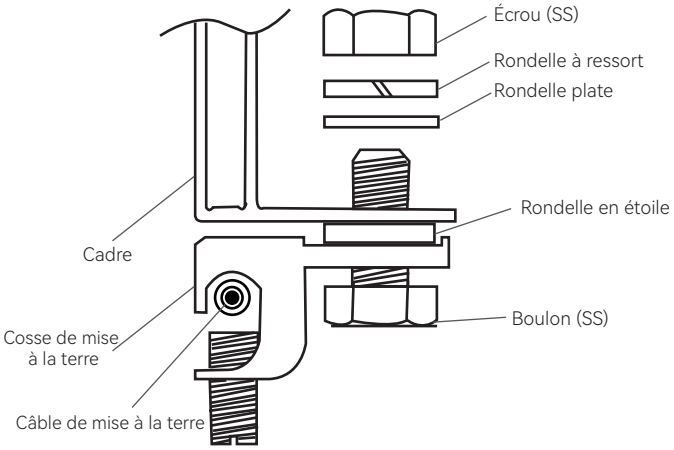

Figure 24 Schéma pour l'installation d'un boulon adapté à la cosse de connexion
- Installation avec des boulons adaptés à la cosse de connexion : D'abord, dénudez la tête de câble sur une longueur appropriée. Soyez attentif à ne pas endommager le noyau du câble métallique pendant le dénudage. Insérez la tête de câble du câble de mise à la terre dans la prise de la cosse de connexion, puis serrez les vis de serrage, et connectez la cosse au cadre en aluminium avec les boulons en acier inoxydable et les connecteurs. Le schéma d'installation est illustré sur la Figure 24.